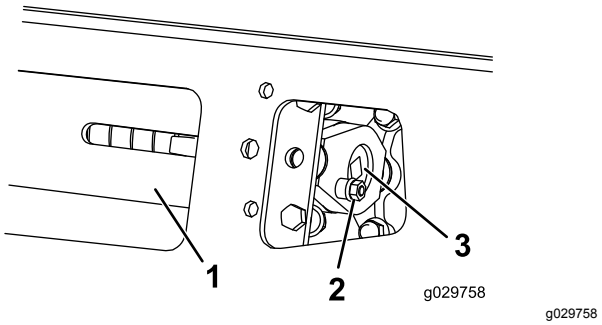
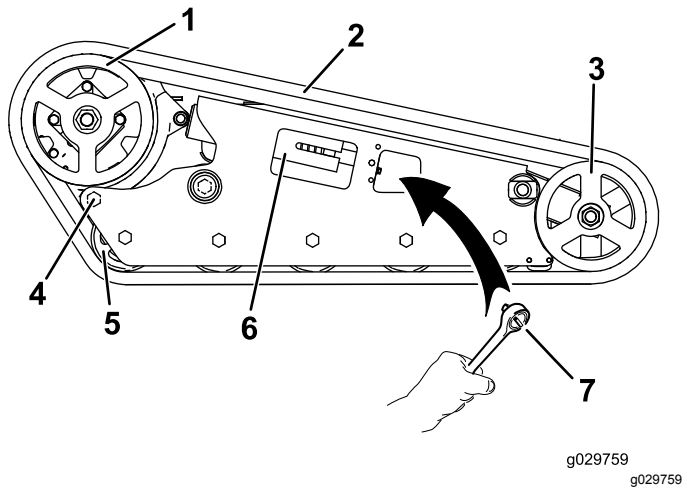

Figuur 57
Figuur 58
3. Verwijder de borgbout en de moer (Figuur 57).
5. Lijn de dichtstbijzijnde inkeping in de spanschroef uit met de opening van de borgbout en bevestig de schroef met de borgbout en moer (Figuur 57).
4. Verwijder de borgbout en de moer (Figuur 57).
5. Gebruik een dopsleutel van ½" en verminder de spanning door de spanschroef rechtsom te draaien (Figuur 57 en Figuur 58).
6. Draai de achterste bout bij het aandrijfwiel los (Figuur 58).
8. Als de rupsband van het voorwiel af is, verwijdert u de band van de kettingwielaandrijving en de wegwielen (Figuur 58).
9. Leg de rupsband rond het voorwiel (Figuur 58).
10. Duw de rupsband onder en tussen de wegwielen (Figuur 58).
11. Leg de rupsbanden rond het aandrijftandwiel (Figuur 58).